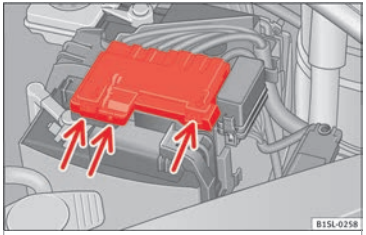

Fig. 171 In the engine compartment: Remove the cover from the vehicle's battery.
- Press on the tabs ››› Fig. 171 (arrows) in the direction of the arrows and lift the battery cover up.